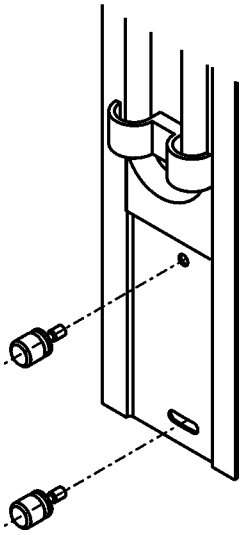

Рисунок 8
2.2.6 Закрепить стойку с мановакуумметром на измерительном блоке при помощи двух винтов (рисунок 8).